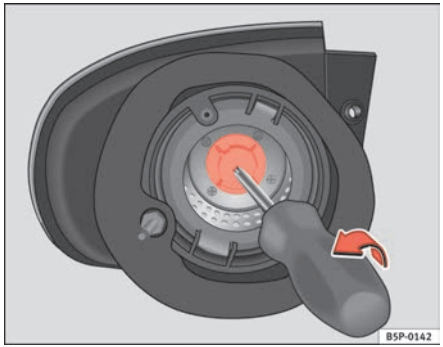

Fig. 193 Indicator lights.
– Pull out the lamp holder from the turn signal using a screw driver in the direction of the arrow (see ⇒ fig. 193).